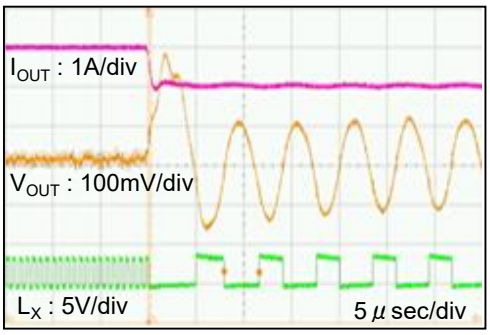
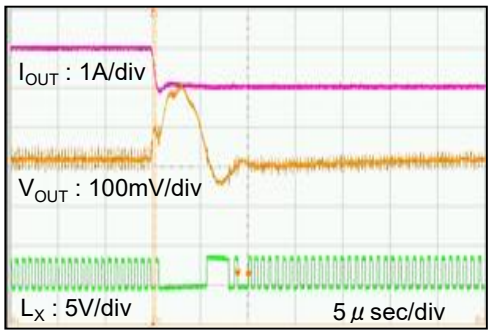
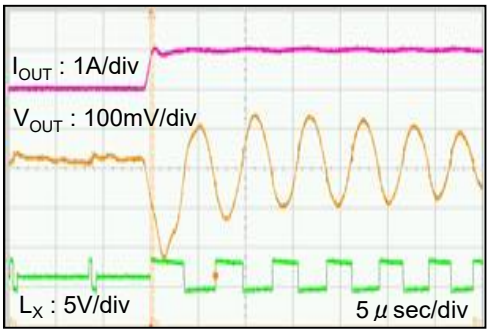
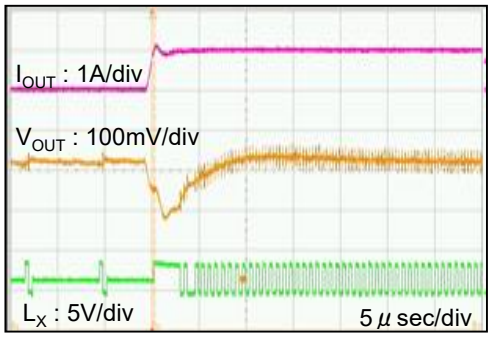

Fig.14-1 Insufficient C_L (Ta=-40℃,C_L=10μF)
Fig.14-2 Sufficient C_L (Ta=-40℃,C_L=20μF)
Fig.14-3 Insufficient C_L (Ta=-40℃,C_L=10μF)
Fig.14-4 Sufficient C_L (Ta=-40℃,C_L=20μF)
14. If the capacitance value is not sufficient by degrading C_L due to the low temp. condition and DC bias feature, 100% duty cycle might come up for the load transient condition. Add capacitance value for C_L if necessary. (Refer to Fig14-1, Fig14-2, Fig14-3, Fig.14-4)